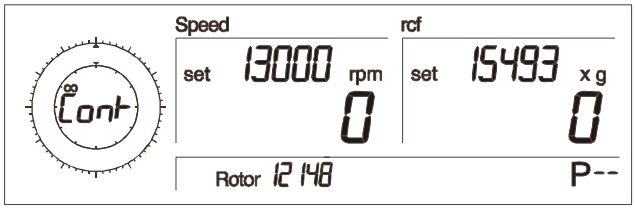

Fig. 5.12: Continuous run display
- Starting with the time setting 11:59, turn the knob clockwise to the next setting. The message “cont” and the symbol "∞" will be displayed (Fig. 5.12).